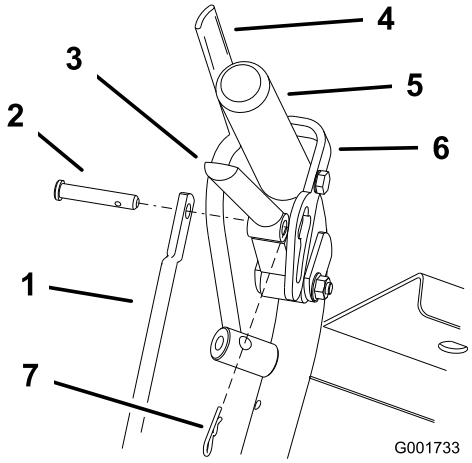

Figur 37
1. Juster stangens længde ved at at løsne drivhåndtaget, og fjerne låseclipsen og gaffelboltene. Drej stangen i gaflerne (Figur 37).
4. Placer gaffelbolten i drivhåndtaget (Figur 37).
6. Placer låseclipsen mellem drivhåndtagene og neutrallåsene, og før den ind i gaffelboltene (Figur 37).